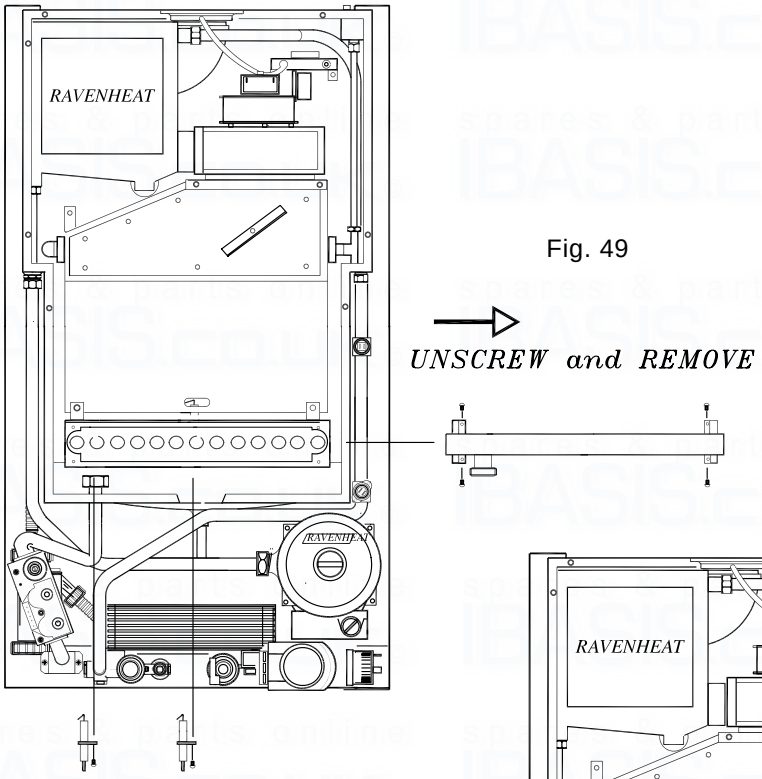

Fig. 49
7.10 TO REPLACE THE ELECTRODE (fig.49).
7.12.4 Pull the burner forward and remove (fig. 49).